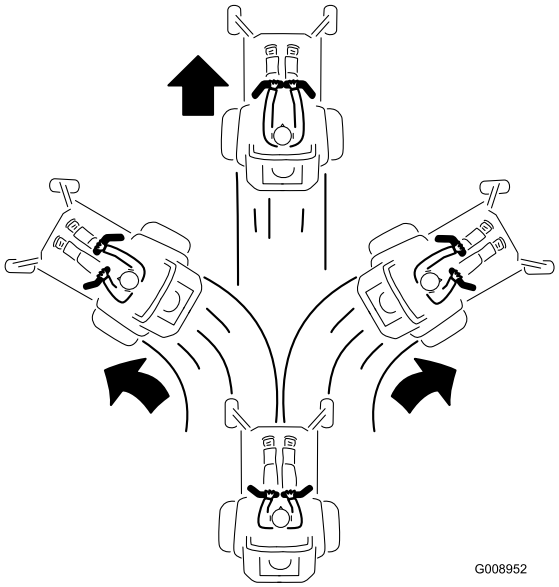

**Figure 24**
2. To go forward, slowly push the motion-control levers forward (Figure 24).